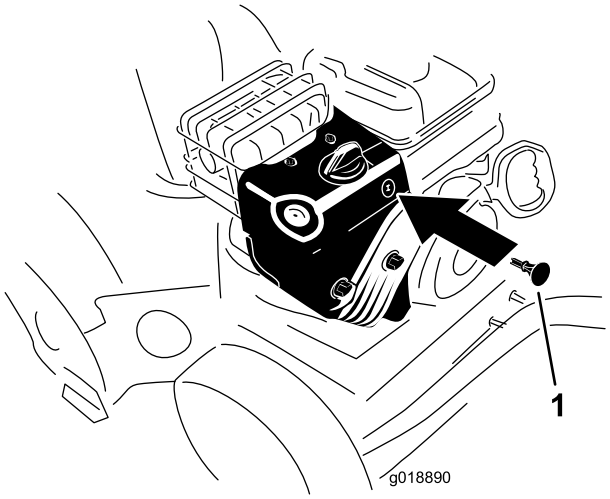

Рисунок 22
3. Вставьте ключ зажигания (Рисунок 22).